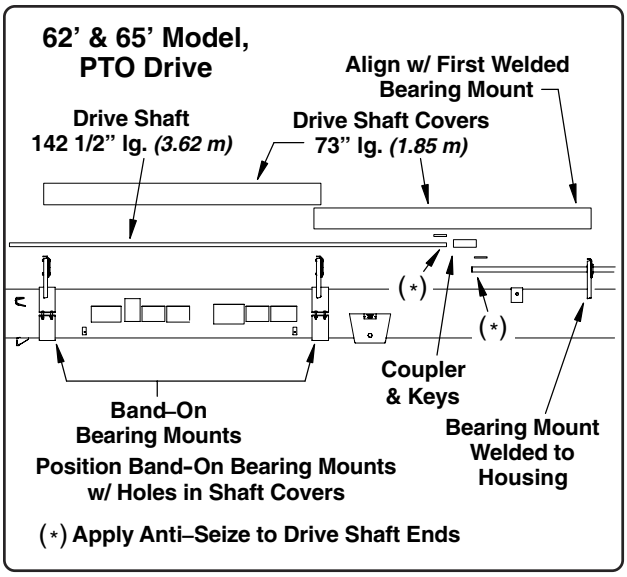

Fig. 28
1. Loosely fasten the band-on bearing mounts onto the auger housing at the approximate locations shown in Fig. 28 **(the bearings will face towards the discharge end of the auger).**